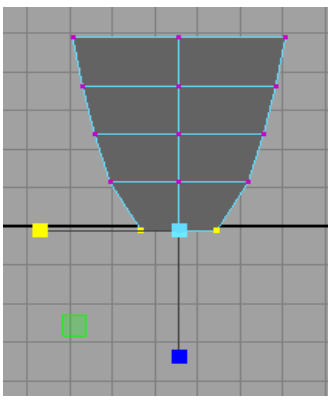

Figure 4-70 *The shape of the deck created*
2. Press and hold the right mouse button on the cube; a marking menu is displayed. Choose **Vertex** from the marking menu displayed. Next, choose **Scale Tool** from the Tool Box and adjust the vertex of the cube to form the shape, as shown in Figure 4-70.